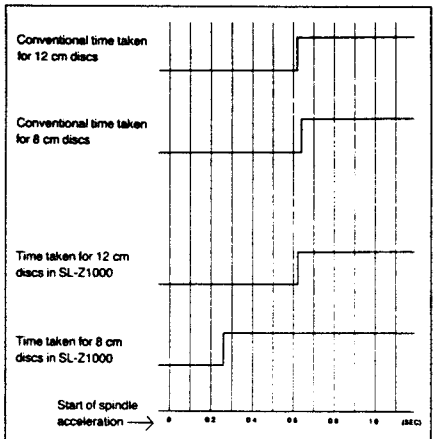

Fig. 5 Time taken to reach play mode from stop mode
The SL-Z1000 solves this problem by installing a rotary detector (FG) in the DD spindle motor which detects the FG signal cycle and helps to control the acceleration time of the spindle. As a result, the time taken from the stop mode to the play mode can be made the shortest whatever the inertial mass of the discs loaded. (See Fig. 5)